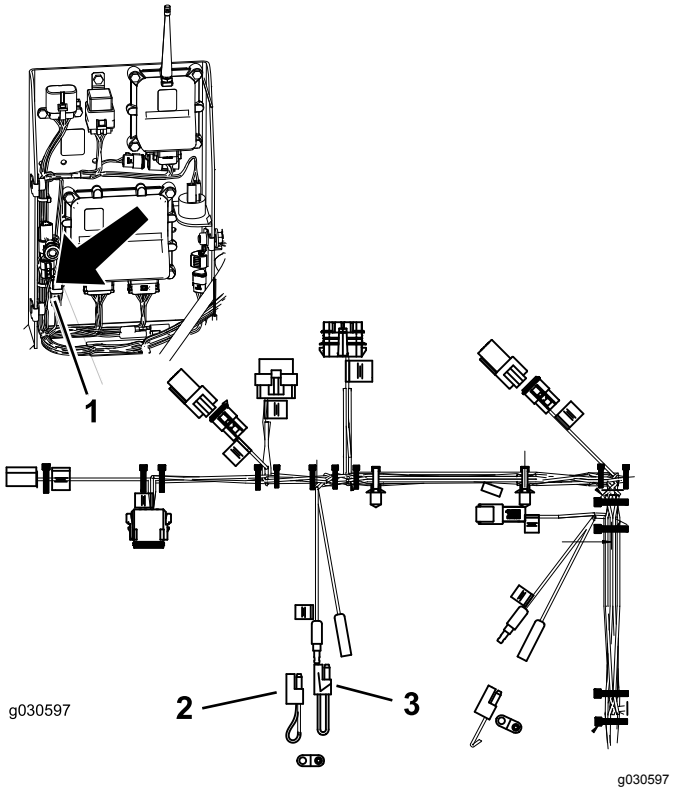

Figuur 32
2. Verwijder de 2 draden uit de ‘pigtail’-connector getoond in Figuur 32.